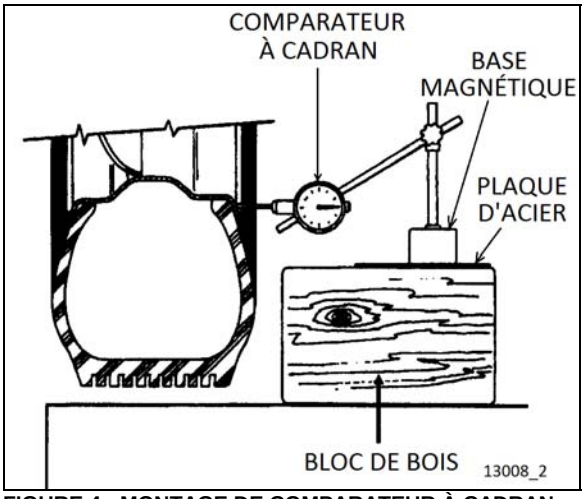

FIGURE 4 : MONTAGE DE COMPARATEUR À CADRAN
2. Vérifier le voile latéral de roue. Poser un comparateur à cadran comme illustré à la Figure 4. Ensuite, faire tourner à la main d'un tour complet. Pendant que la roue tourne, remarquer toute variation sur le comparateur à cadran;